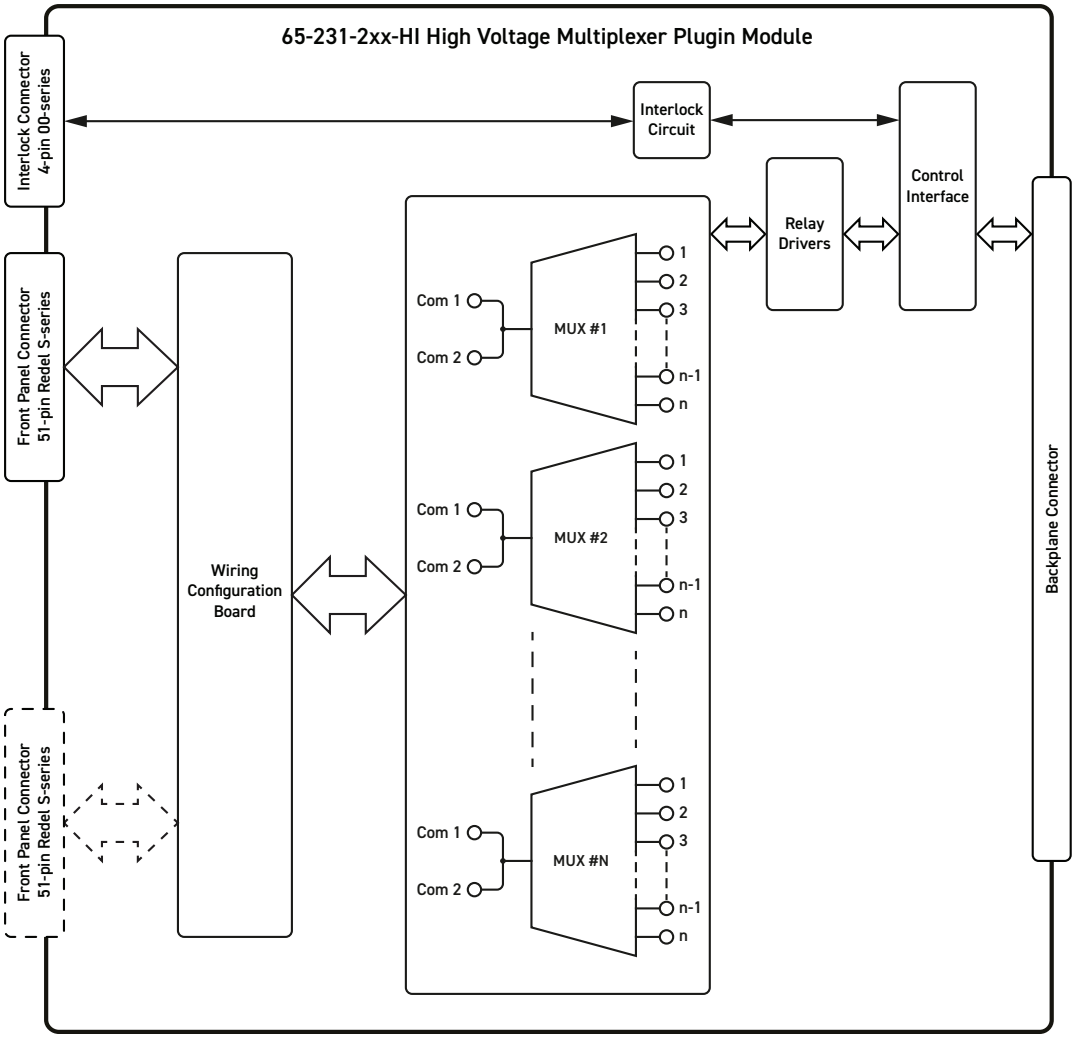
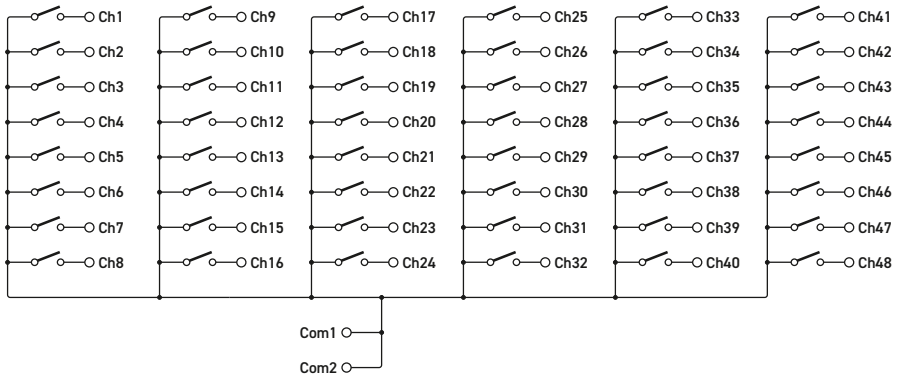

Figure 2-1. 65-231-2xx-HI High Voltage Multiplexer Plugin Module
Figure 2-2. 65-231-200-HI High Voltage Multiplexer Architecture (1-Bank, 48-Channel)
- The 65-231-2xx-HI is a high voltage multiplexer plugin module available in a range of configurations from 1-bank of 48:1 to 8-banks of 4:1. Depending upon the configuration, either one or two front panel mounted 51-pin Redel S-series high voltage connectors carry the plugin's user connections. Each multiplexer has two common connections to allow easy expansion between adjacent plugins. Due to the high voltage signals carried by the multiplexers, the chassis backplane's analog buses are not used in this application. A hardware interlock function is included via a front panel mounted 4-pin connector. This allows normal operation if the appropriate pins are connected together and returns all relays to the default state if the connection is broken. The architecture of the high voltage multiplexer plugin module is shown in Figure 2-1. Switching diagrams for the multiplexer configurations are shown in Figures 2-2 to 2-16.